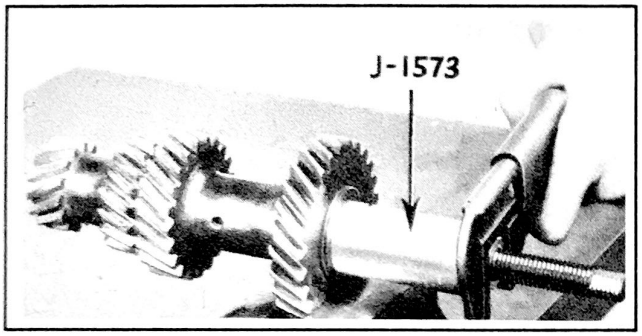

Figure 237 - Removing Countershaft Gear Cluster Bushings With Tool J-1573
42. Place gear cluster (33) in vise and thread tapered end of Puller J 1573 firmly into bushing. Place puller sleeve, washer and nut on screw shaft. Turn nut with wrench and pull out bearing. Repeat operation on remaining bushing. See Fig. 237.
45. Place reverse idler gear (40) in vise and thread tapered end of bushing Puller J 1573 firmly into bushing (42). Place puller sleeve, washer and nut on screw shaft. Turn nut with wrench and remove bushing. See Fig. 237.